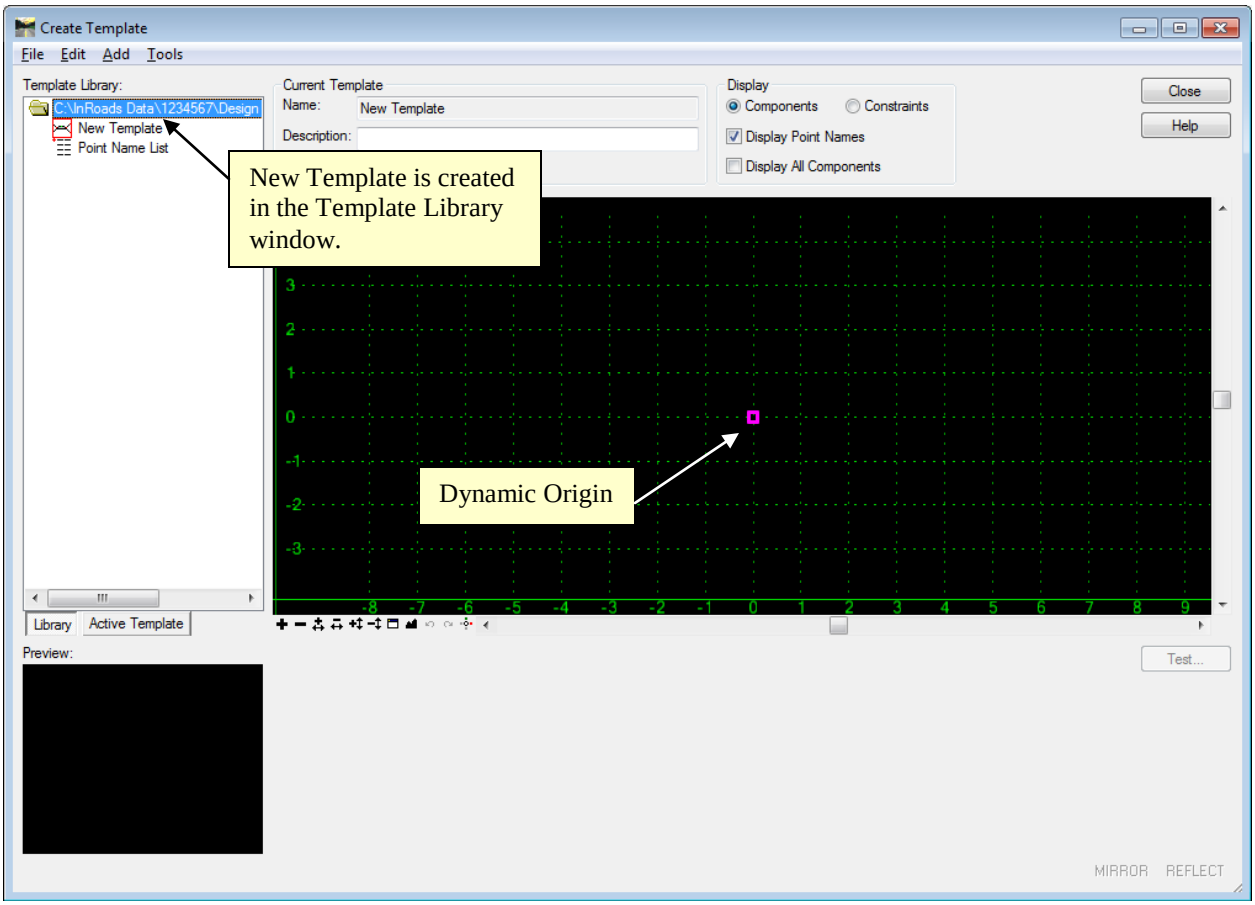

Figure L7-3 Create Template Window
12.	**Create a New Template** • In the **Create Template** Window, select **File ► New ► Template.** The new Template (Component) is created with the Dynamic Origin (purple box) of the component defaulted to **0,0** as shown in *Figure L7-3.* The Dynamic Origin of a component is the reference location of the component. *A new Template (Component) is created.*